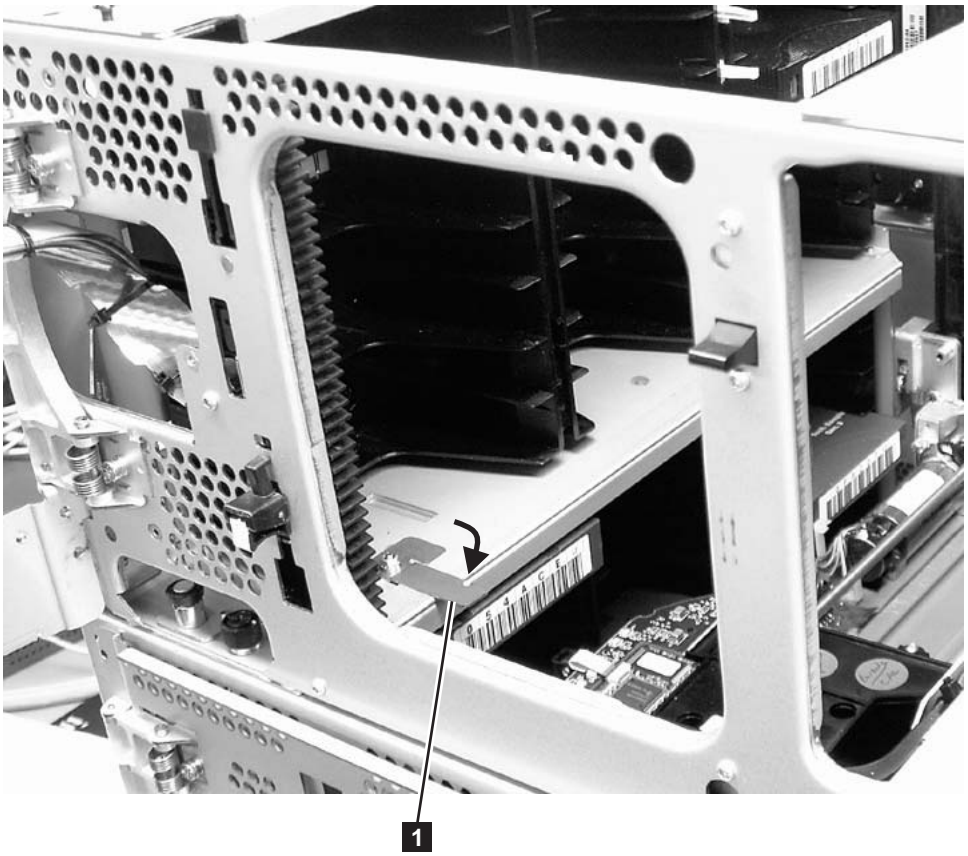

Figure 7-23. Picker assembly locking mechanism
5. Manually raise the picker and disengage the picker locking mechanism (1 in Figure 7-23 on page 7-25) if necessary. If the gear racks are properly aligned, the picker will slowly move to the bottom of the library.